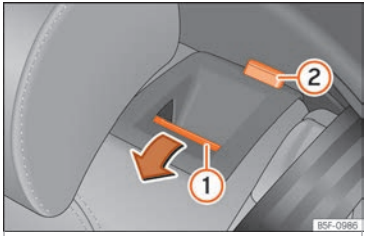

Fig. 118 Banquette arrière : rabattre le dossier.
- Appuyez sur la touche de déverrouillage ››› fig. 118 ① vers l'avant en rabaissant simultanément le dossier. Le dossier arrière est débloqué quand le repère rouge est visible sur la touche ②.
Le dossier arrière est débloqué quand le repère rouge est visible sur la touche ››› fig. 118 ②.